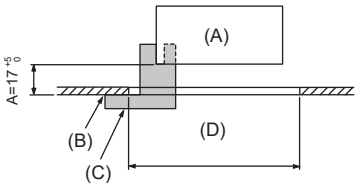

Fig. 9-2
(1)	Griglia	1	950 × 950 (mm)
(2)	Modello per l'installazione	1	(Diviso in 4 parti)
(3)	Vite (4 × 16)	1	Per PLP-6EAE, PLP-6EALE, PLP-6EALME3, PLP-6EALMEN3
(4)	Pannello angolare i-See sensor	1	Per PLP-6EAE, PLP-6EALE, PLP-6EALME3, PLP-6EALMEN3
(5)	Telecomando senza fili	1	Per PLP-6EALM3, PLP-6EALMN3, PLP-6EALME3, PLP-6EALMEN3
(6)	Supporto del telecomando	1	Incluso se è in dotazione il telecomando wireless. *
(7)	Batterie AA LR6	2	Per PLP-6EALM3, PLP-6EALME3
(8)	Viti autofilettanti da 3,5 × 16	2	Incluso se è in dotazione il telecomando wireless. *
9.2. Preparazione dell'attacco della griglia (Fig. 9-2)
• Utilizzando il modello (2) fornito con questo kit, regolare e controllare la posizione dell'unità principale rispetto alla superficie del soffitto. Se l'unità principale non è posizionata correttamente rispetto alla superficie del soffitto, potrebbero derivarne perdite d'aria o la formazione di condensa.